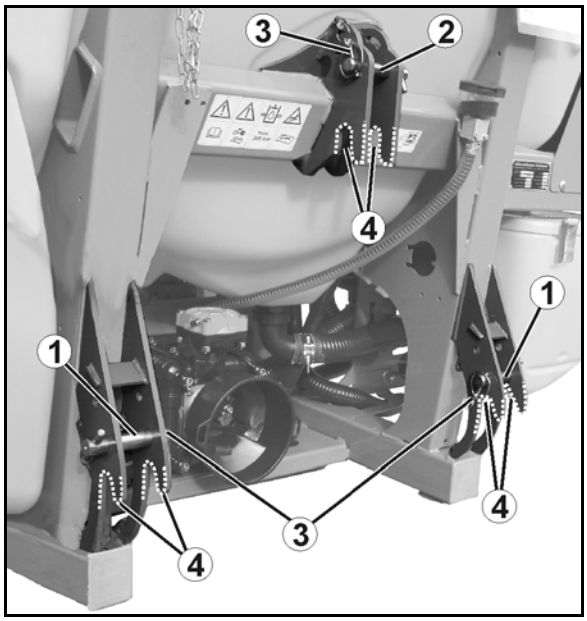

图 28
- 向后（图 28/1）摆动到支撑位置。
- 向前（图 28/2）摆动到支撑位置。